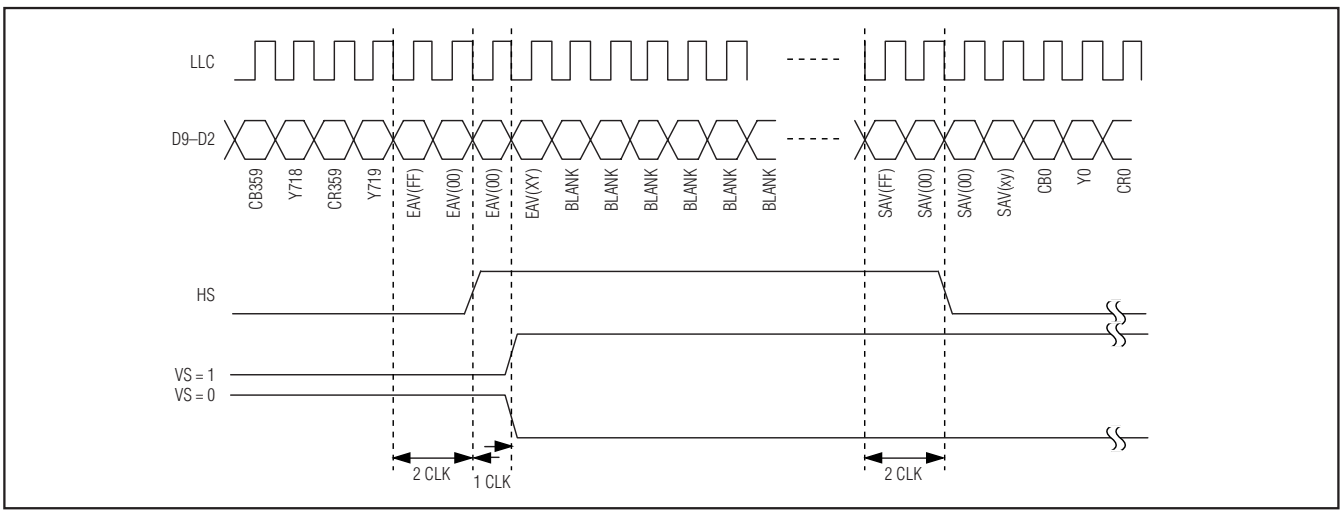

*Figure 18. Horizontal and Vertical Sync Timing*
The rising edge of horizontal sync (HS) coincides with the end of active video (rises after 3FFh 000h of EAV code). The falling edge coincides with the start of active video (SAV) code (falls after completing 3FFh 000h of SAV code). Figure 18 shows the horizontal and vertical sync timing.